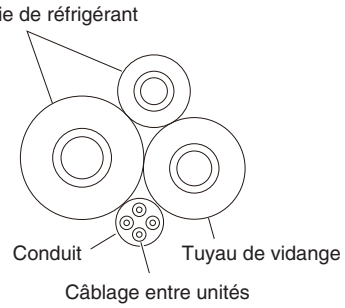

Fig. 3-27
(5) Assembler la tuyauterie de réfrigérant, le tuyau de vidange et le conduit (y compris le câblage entre unités) tel qu'indiqué à la Fig. 3-27.